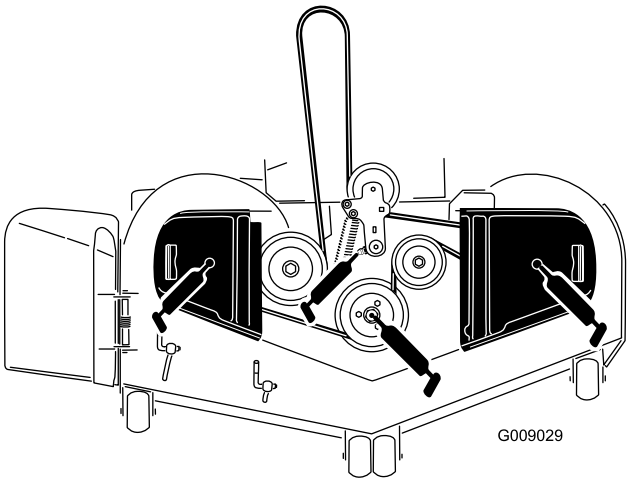

Figur 47
4. Smør klippeenhetens lederulltapp til det kommer fett ut fra bunnen (Figur 47).
5. Smør niplene øverst på de tre spindellagrene til det kommer ut smørefett (Figur 47).